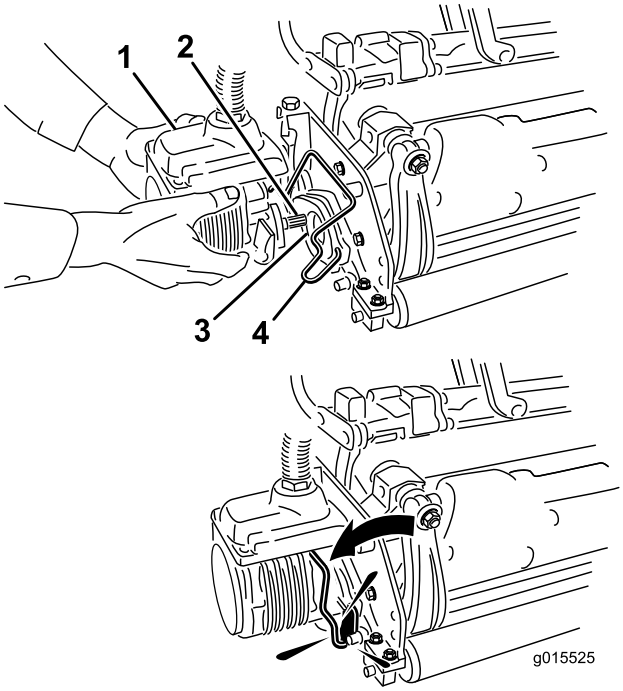

Figur 37
6. Stryk på rent fett på klippenhetsmotorns räfflade axel (Figur 37).
7. För in motorn på vänster sida av klippenheten (sett från förarsätet) och dra motorfäststaget på klippenheten mot motorn tills du hör ett klickljud från båda sidorna av motorn (Figur 37).